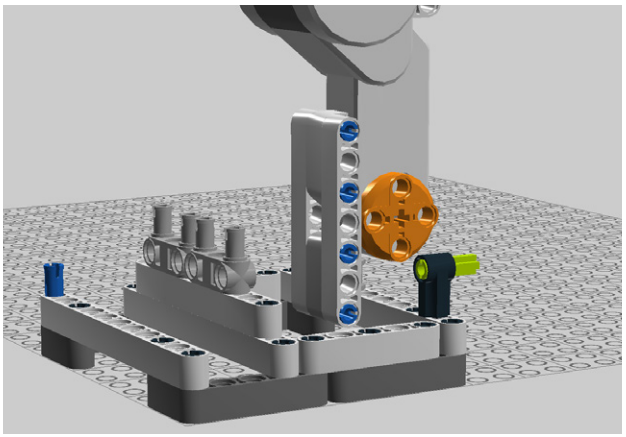

Figure 9-96. *Step 91: Adding a cross connector*
91. Add a cross connector to the angle element (Figure 9-96).